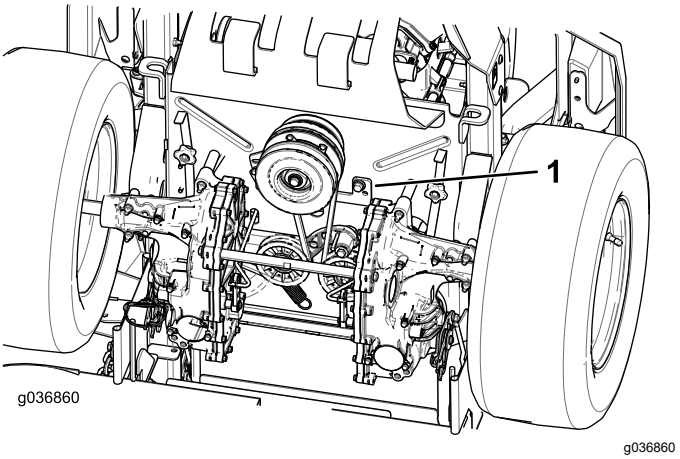

Figur 64
5. Ta bort kopplingsspärren (Figur 64).
9. Montera kopplingsspärren (Figur 64).